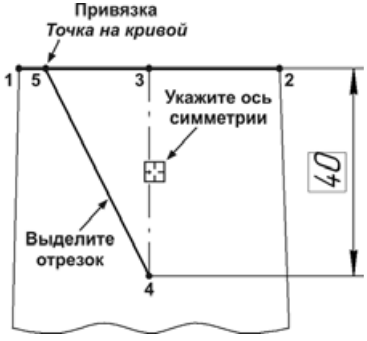

Рис. 6.35
- Стилем линии **Основная** постройте наклонный отрезок 5-4 (рис. 6.35). Положение начальной точки 5 укажите на отрезке 1-2 с помощью локальной привязки **Точка на кривой**, а положение конечной точки 4 — в конце осевого отрезка.
- Щелчком мыши выделите наклонный отрезок 5-4 (рис. 6.35) и нажмите кнопку **Симметрия** на инструментальной панели **Редактирование**.